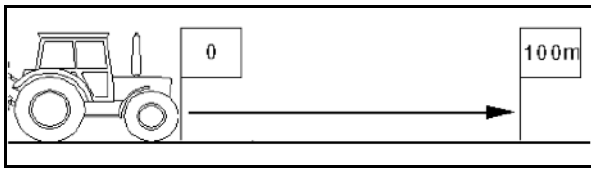

**Fig. 30**
1. På marken opmåles en strækning på præcis 100 m. Strækningens start- og slutpunkt markeres (Fig. 30).